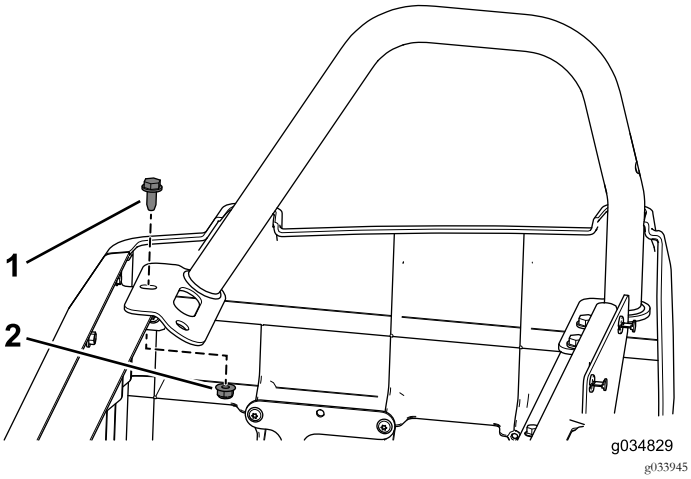

Bild 50
1. Befestigen Sie den rechten hinteren Hüftgurt mit dem vorher entfernten Bundbolzen (3/16" x ¾") am hinteren Sitzunterteil (Bild 50).